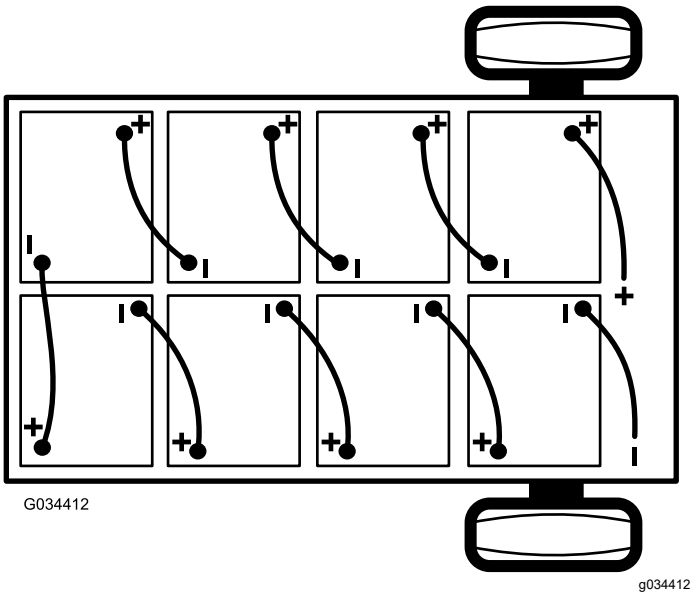

Figuur 40
2. Maak de zwarte hoofdkabel (-) los die de accugroep verbindt met het aardingspunt van de machine (Figuur 40).
3. Maak de rode hoofdkabel (+) los die de accugroep verbindt met de hoofdschakelaar van de machine (Figuur 40).
Opmerking: Let op de polariteit van de accu als u een nieuwe accu plaatst (Figuur 40).
6. Sluit de accu's op elkaar aan zoals in Figuur 40; gebruik hiervoor de accuverbindingskabels die u verwijderd hebt in stap 1.
2. Sluit de rode hoofdkabel (+) tussen de accugroep en de machine aan (Figuur 40).
3. Sluit de zwarte hoofdkabel (-) tussen de accugroep en de machine aan (Figuur 40).